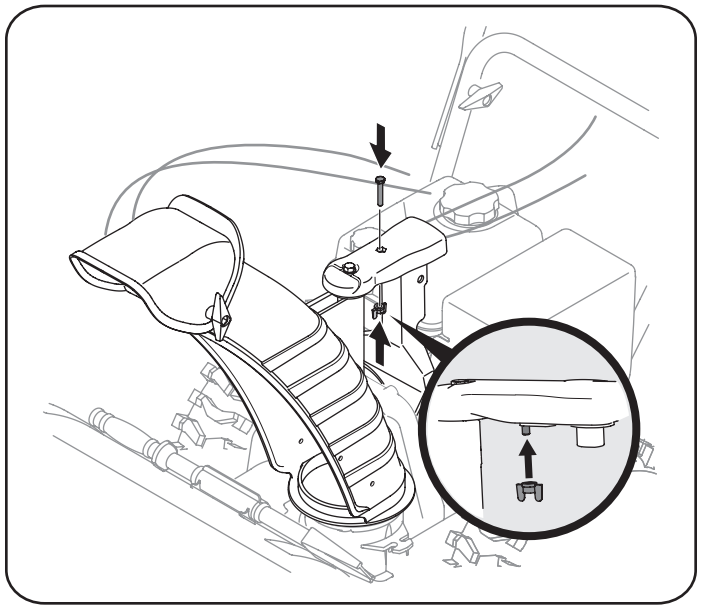

Figura 4
5. Termine de asegurar el montaje de control del canal a la ménsula de soporte del canal con la tuerca de mariposa y el tornillo hexagonal retirados anteriormente. Vea la figura 4.